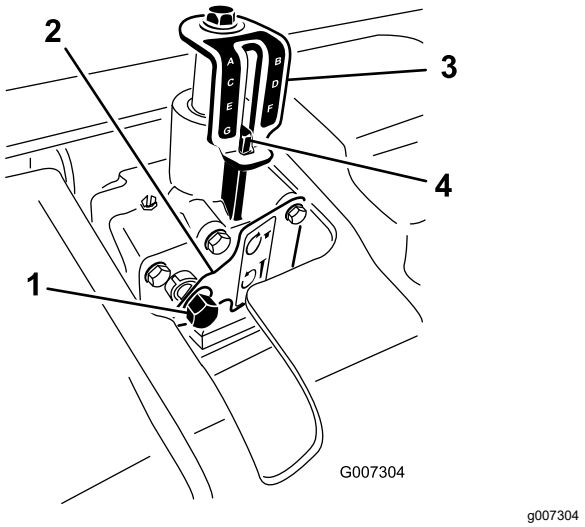

Figur 24
3. Sätt i en 9/16 tums hylsnyckel med spärrhake i djupjusterarens ingångsaxel (Figur 24).
5. Vrid djupjusteraren medurs så att luftardjupet minskas eller moturs så att det ökar (Figur 24).
6. Vrid djupjusterarens ingångsaxel tills önskat djup uppnås enligt dekalen för djupindikatorn (Figur 24).